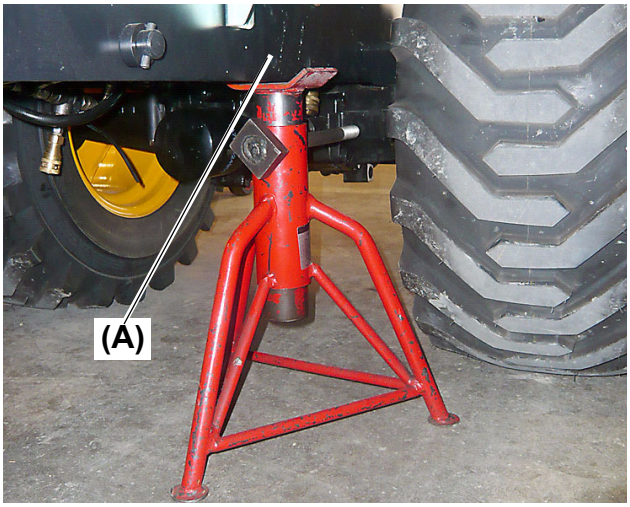

Fig. 5
5. Place jack stands in front of the rear tires under the main frame rail **(Fig. 5, (A))**.